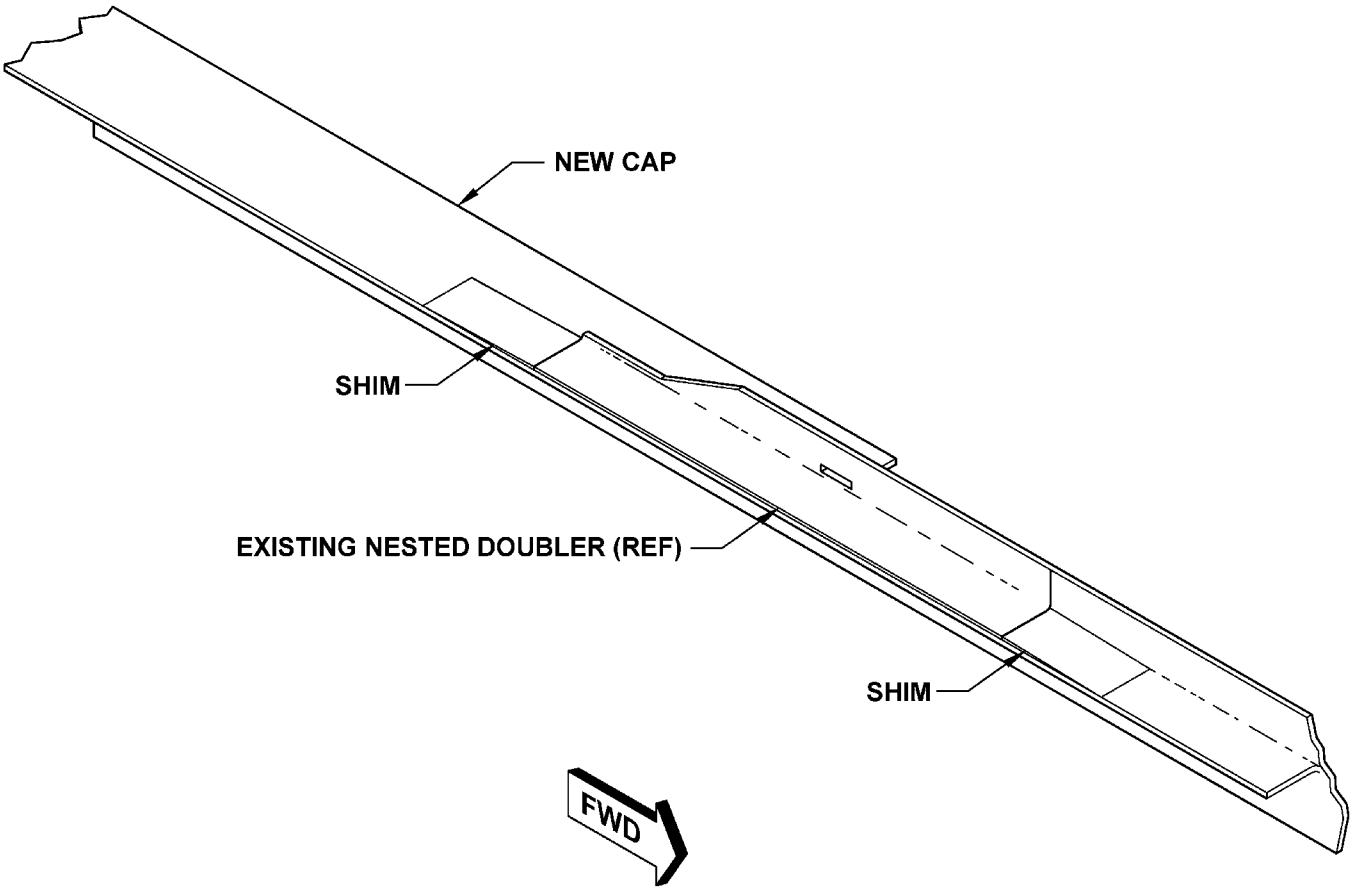

FIGURE 3
14. Install center engine deck using noted rivets and (qty 2) shims P/N 412-030-055-121. Shims are to be located between cap & deck at forward & aft ends of top cap reinforcement doubler (See Figure 3). Shims previously installed in accordance with the original release of this bulletin (1 x 6 x 0.032 inch tapered to 0.010 inch) are acceptable but shall be replaced with the new shims (introduced with this revision) whenever the Center Engine Deck requires removal or replacement. **A**